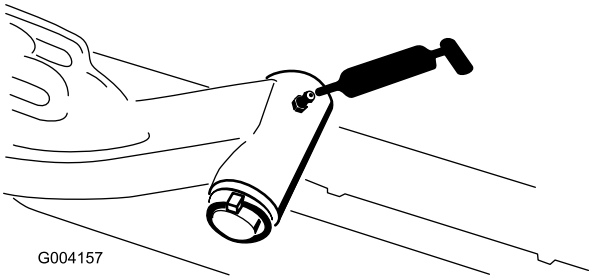

Figura 104
- Ax pivot al braului de ridicare (1 pentru fiecare) (Figura 104)